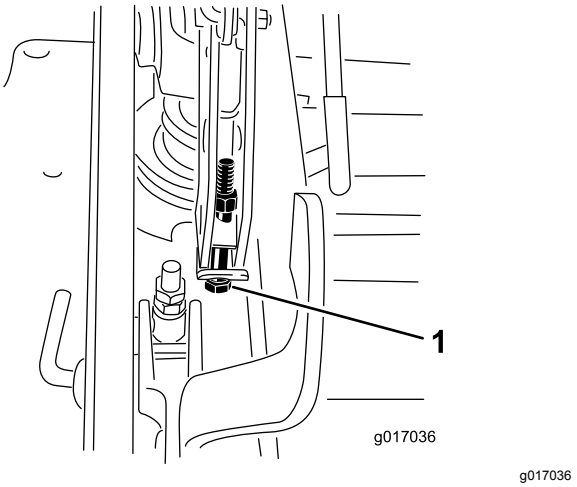

Figure 111
12. Si le plateau est trop bas, serrez le boulon de réglage monopoint dans le sens horaire. Si le plateau est trop haut, desserrez le boulon de réglage monopoint dans le sens antihoraire (Figure 111).